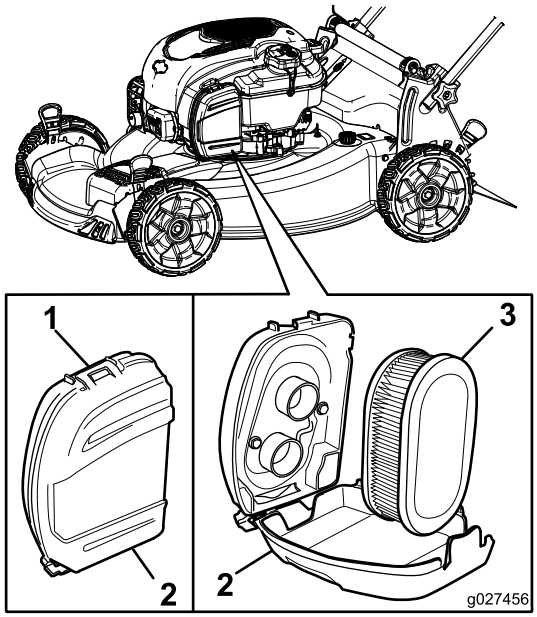

Figura 22
1. Abra los cierres de la parte superior de la tapa del filtro de aire (Figura 22).